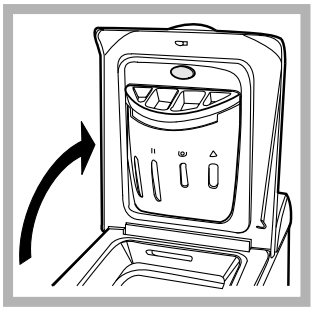

Fig. 1
A) Apertura coperchio superiore (Fig. 1):